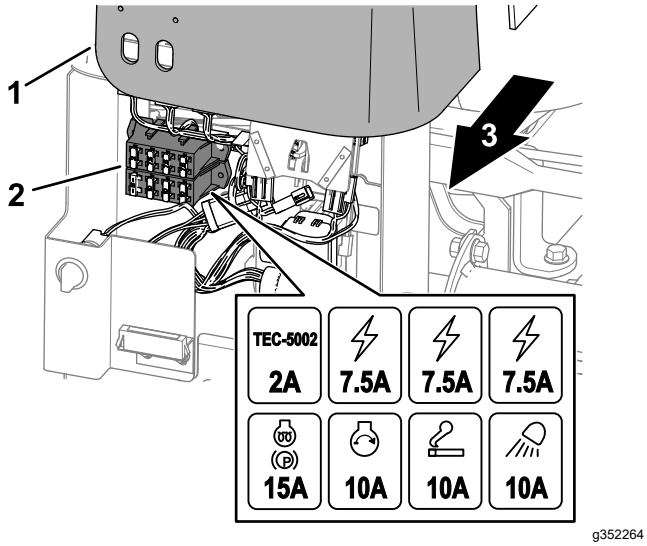

Figur 70
1. Lyft upp kåpan från reglagearmen (Figur 70).
2. Leta reda på den öppna säkringen i säkringshållaren eller säkringsblocket (Figur 70).
4. Montera kåpan på reglagearmen (Figur 70).